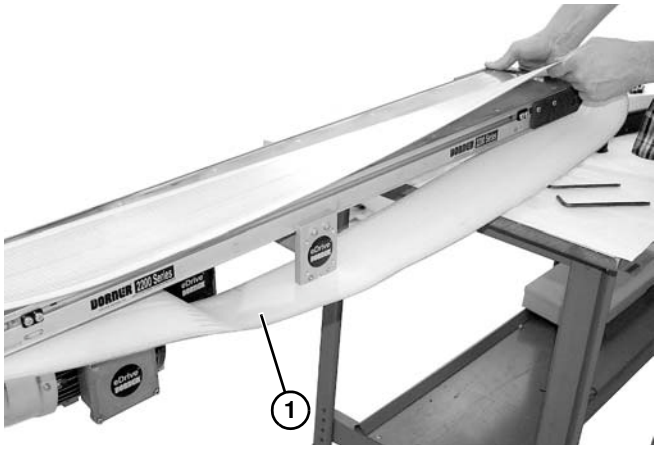

Figure 44
4. Retirer la bande **(Figure 44, élément 1)** du châssis du convoyeur.